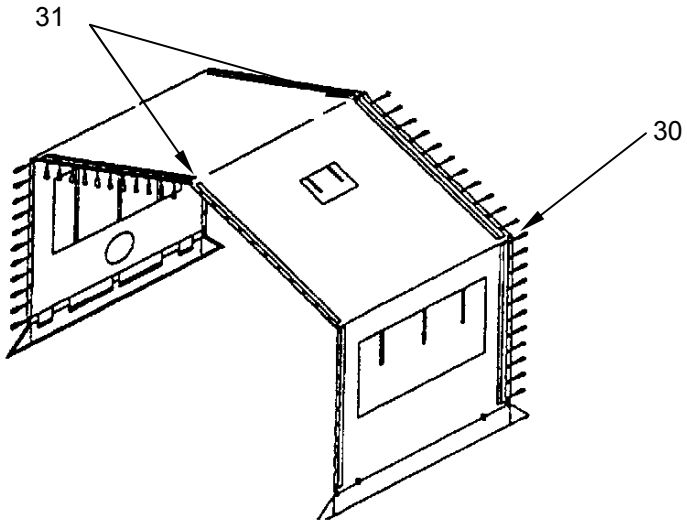

Figure 13. Identify Door and Window Section Components.
1. Identify the window section **(Figure 13, Item 30)**.
2. Place window section **(Figure 13, Item 30)** next to extendable frame.
3. Identify large, spindle grommets **(Figure 13, Item 31)** at the center of each side of the window section **(Figure 13, Item 30)**.